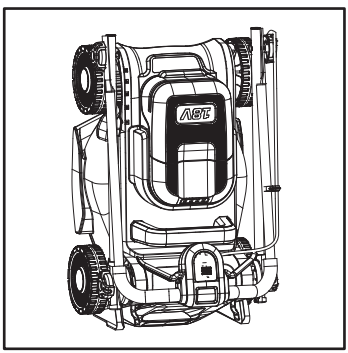

Rys. 26
10. Na czas przechowywania ustawić kosiarkę płasko lub pionowo (rys. 26).